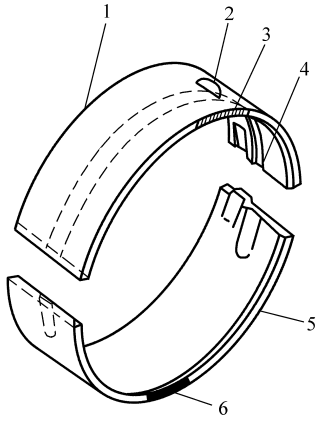

图 6-8　曲轴主轴承标记
⑤ 在安装新的曲轴轴承或更换使用过的轴承时要进行选择。6HK1 柴油机曲轴主轴承选择见表 6-4，曲轴主轴承标记见图 6-8。